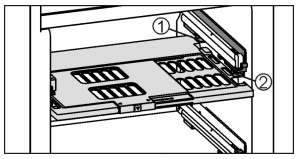

Fig. 13
▶ Introduire la plaque de régulation de l'humidité : insérer les travers du couvercle de la plaque par le bas dans le support arrière *Fig. 13 (1)* et encliqueter devant dans le support *Fig. 13 (2)*.